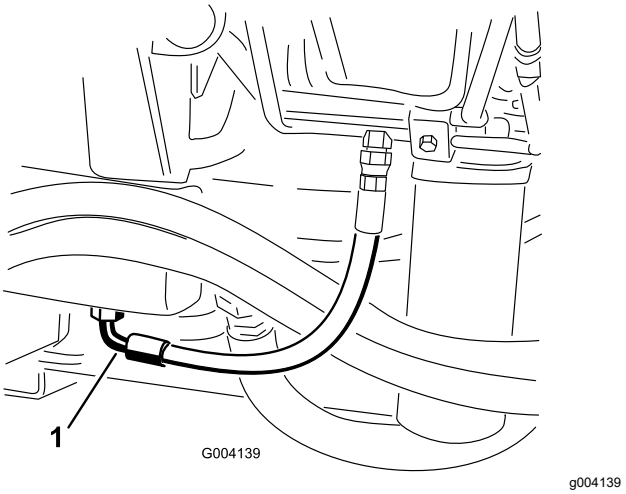

Rysunek 102
3. Umieść dużą misę ociekową pod zaworem przymocowanym do dna zbiornika oleju hydraulicznego (Rysunek 102).